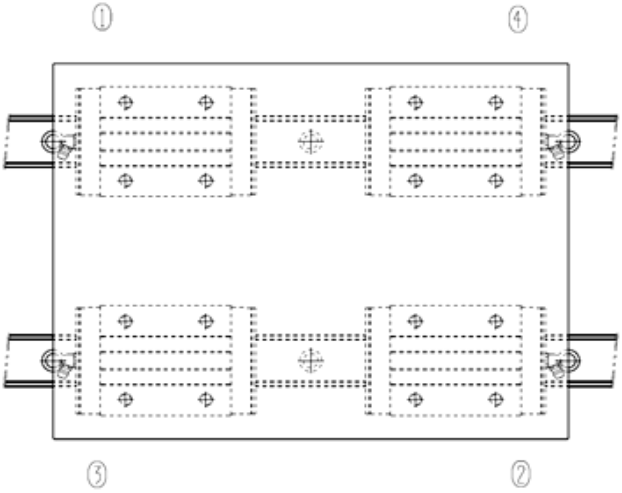

图3 滑块锁紧顺序
3.3.4　将滑台放置在直线导轨的滑块上，装上安装螺钉但不拧紧。用顶紧螺钉将直线导轨滑块与滑台侧向安装面锁紧，按①～④的顺序（见图3），锁紧滑块安装螺钉。推动滑台，滑台应移动轻快，如有卡阻，应调整滑块间距直至移动轻快。